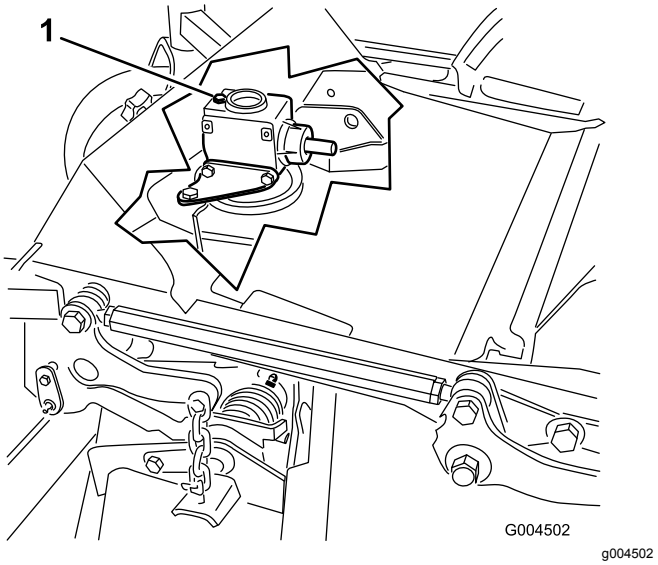

**図 30**
6. ギアボックスの上部についているディップスティック兼給油プラグを取り、オイルの量が、ディップスティックについている2本のマークの間にあることを確認する図 30。
6. ギアボックスの上部についているディップスティック兼給油プラグ図 30を取る。